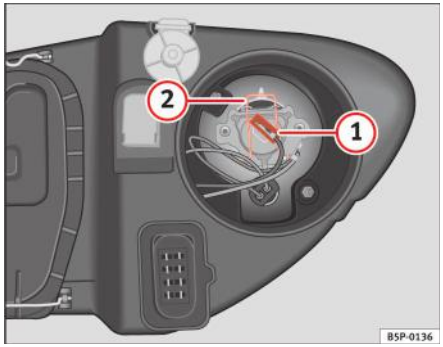

Fig. 167 Farurile fază lungă
– Scoateți conectorul ⇒ fig. 167 (1) din bec.
– Deconectați resortul de fixare ⇒ fig. 167 (2) apăsându-l în interior şi către dreapta.